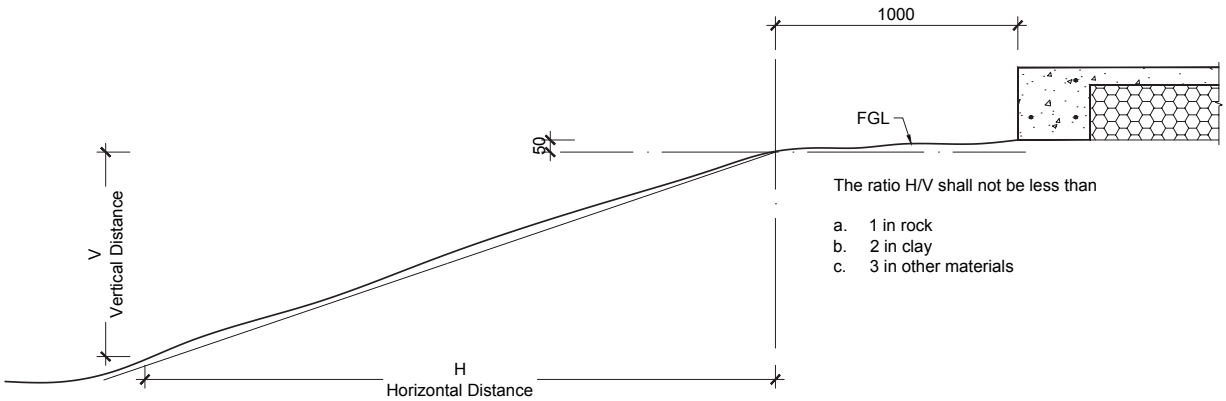

Figure 1 *Relationship of RibRaft to Sloping Ground Surface*
- Any system erected at the top of a slope (whether fill compacted in accordance with NZS4431, or natural ground) shall be located as shown in Figure 1 so that the finished ground is always outside the dashed line shown. (The vertical distance, V, shall be measured to 50mm below the underside of the slab).
Where the finished ground does not comply with Figure 1, the slope shall be retained by a specifically designed retaining wall.